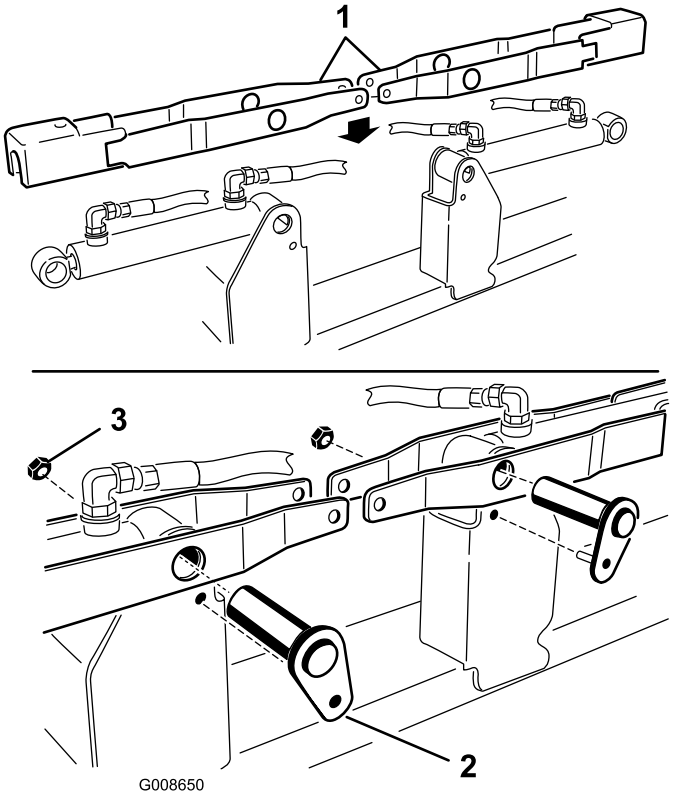

Figure 7
10. Position a cylinder stop bracket onto each cylinder while aligning the mounting holes with the cylinder mounting holes (Figure 7).
11. Secure the cylinder stop brackets and the cylinders to the frame with new cylinder pins (Figure 7).
12. Secure each cylinder pin to the frame with a 5/16 inch flange nut (Figure 7). Make sure the cylinder stop brackets pivot freely.